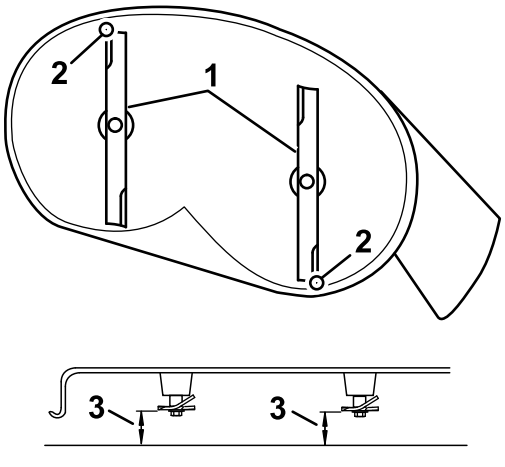

Figur 67
4. Rotera försiktigt knivarna så att de är riktade framåt-bakåt (Figur 67).
5. Mät från den främre knivens spets till den plana ytan, och från den bakre knivens spets till den plana ytan (Figur 67).